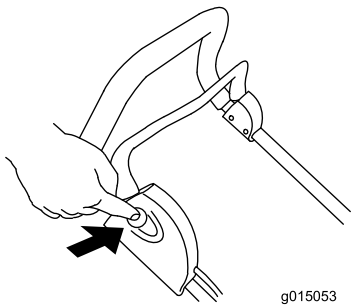

Figur 9
3. Trykk på knappen på høyre side av håndtaket og hold den inne (Figur 9).